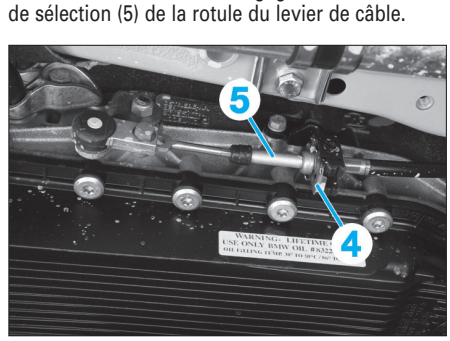

Fig. 6
• Retirer l'agrafe de sûreté (4) **(Fig.6)**.
• Dégager le câble (5) du support.
• A l'aide d'un tournevis, dégager la tête du câble de sélection (5) de la rotule du levier de câble.